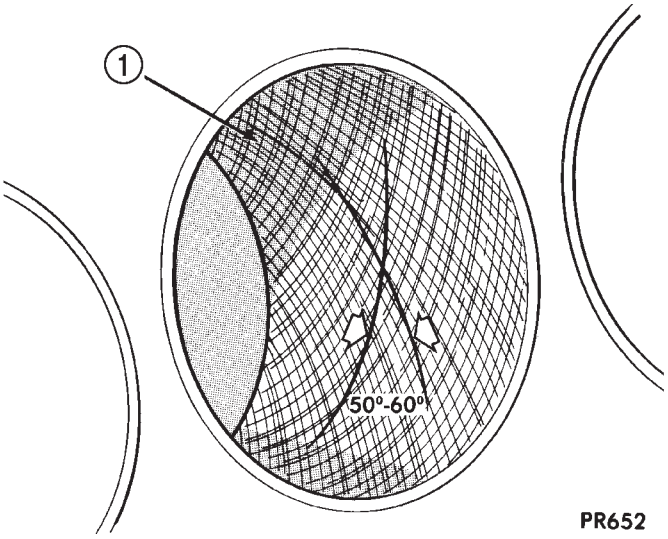

Abb. 4 Kreuzschliff der Zylinderlauffläche
(1) Bei richtigem Gebrauch ist das Spezialwerkzeug C-823 mit Körnung 220 am besten zum Honen der Zylinderlaufflächen geeignet. Es verbessert nicht nur die Oberflächengüte der Laufflächen, sondern auch deren Formgenauigkeit (Reduzierung von Unrundheit, Kegeligkeit) und entfernt darüber hinaus leichte Riefen und Kratzer. Gewöhnlich genügen einige Hubbewegungen, um das gewünschte Schliffbild und Sollmaß zu erhalten.
(2) Der Feinschliff der Zylinderlaufflächen kann erfolgen, wenn die Zylinderbohrung gerade und rund ist. Hierfür wird die Verwendung des Spezialwerkzeugs C-3501 mit Honsteinen der Körnung 280, oder ein gleichwertiges Werkzeug empfohlen. Je nach Zustand der Laufflächen reichen 20-60 Hubbewegungen aus, um die gewünschte Oberflächengüte zu erhalten. Leichtes Honöl benutzen und Laufflächen nach jeweils 20 Hubbewegungen prüfen. **KEIN Motor- oder Getriebeöl, Waschbenzin oder Petroleum verwenden.**
(3) Die Hubgeschwindigkeit ist so zu wählen, daß ein Kreuzschliff entsteht. **Die Bearbeitungsspuren müssen sich in einem Winkel von 50 bis 60 Grad kreuzen,** damit die Kolbenringe richtig sitzen (Abb. 4).